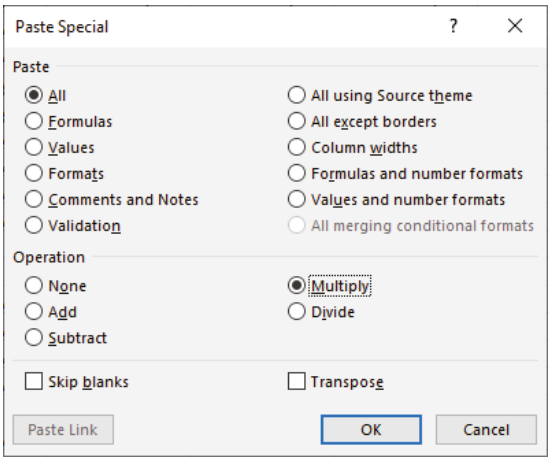

Figure 2.48: Reversing signs via Paste Special ➪ Multiply
5. Select Multiply as shown in Figure 2.48 and click OK.